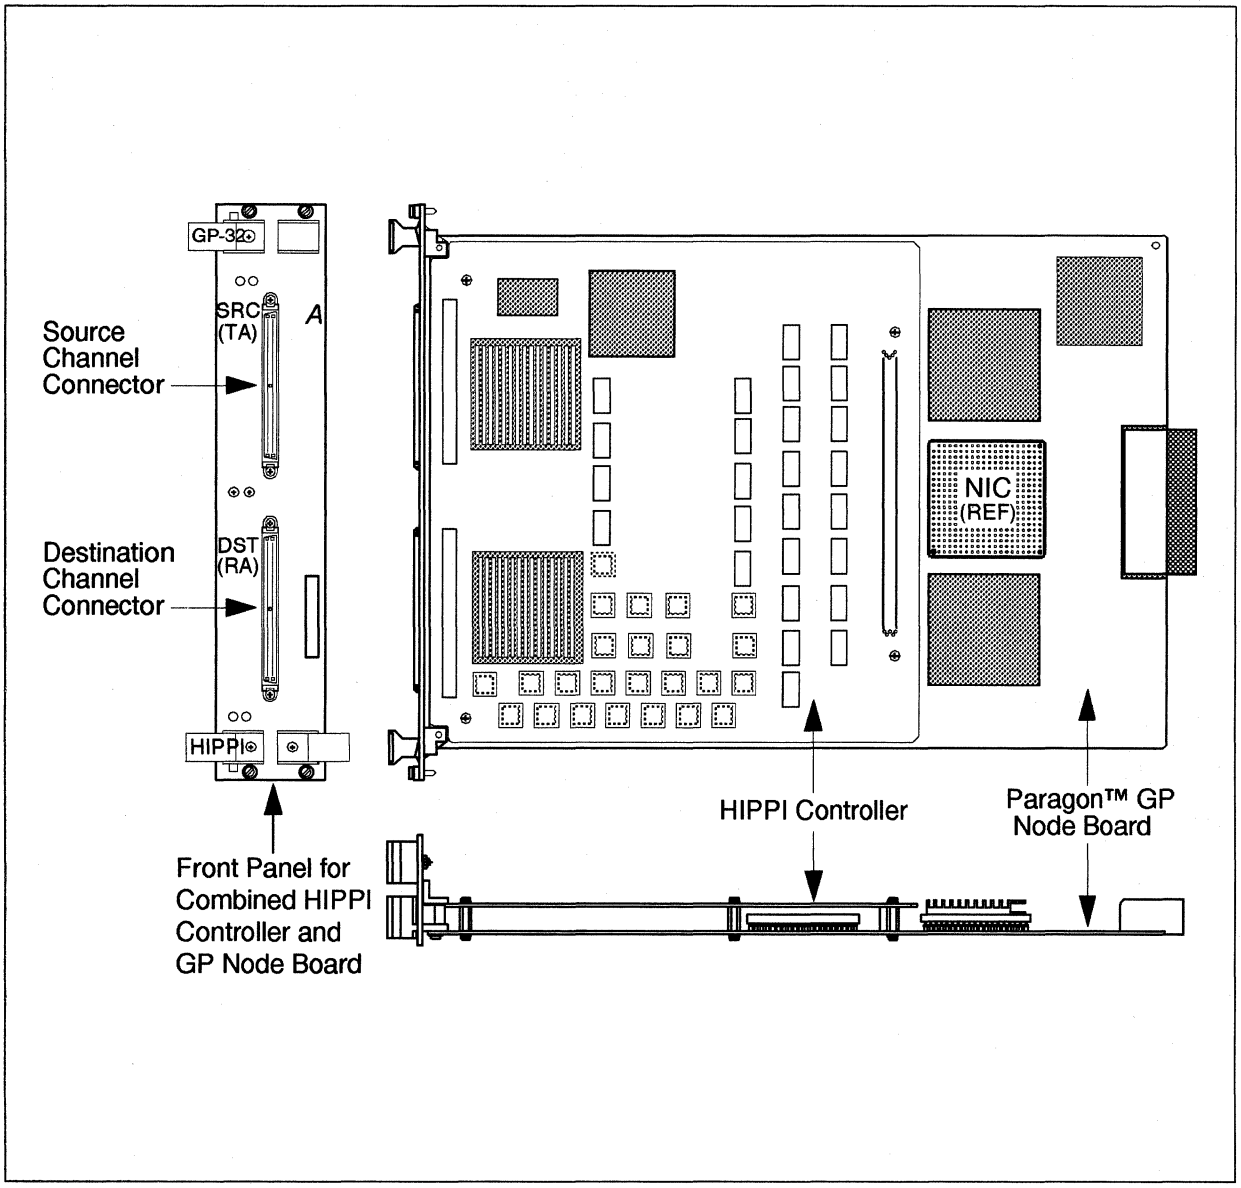

**Figure 2-1. The HIPPI Controller Mounted on a Paragon™ GP Node Board**
As shown in Figure 2-1 on page 2-2, the HIPPI controller is a daughtercard that mounts on a Paragon general purpose (GP) node board via the node board's expansion interface. The controller measures 8.7 by 9.8 inches and has its own front panel connectors and LED cutouts. (The HIPPI controller's front panel replaces the front panel of the node board.)
As shown in Figure 2-1 on page 2-2, the system is shipped from the factory with the HIPPI controller already mounted on a GP node board. The controller is mounted on the expansion interface connector of the node board. When combined, the board and controller (called the HIPPI board) take up two slots in the cardcage.